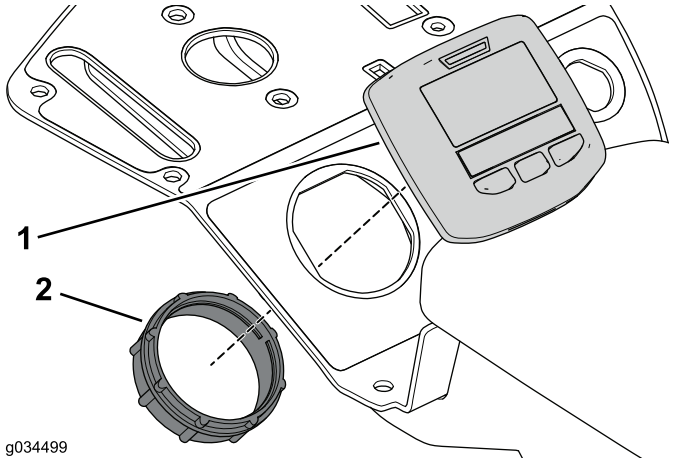

Figura 28
3. Utilice el anillo de retención para sujetar la pantalla a la consola (Figura 28).